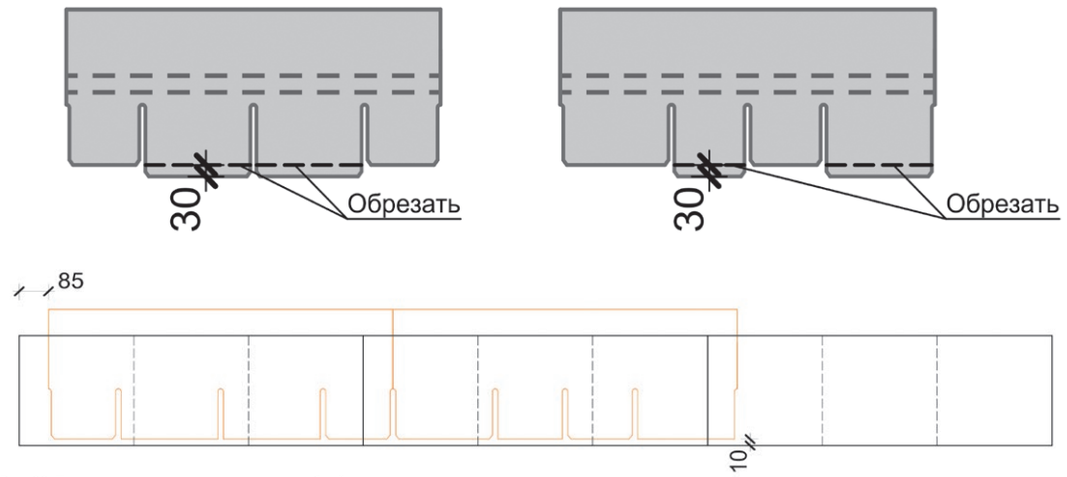

Рис. 22. Подрезка лепестков первого ряда гибкой черепицы коллекции «Саппоро».
8.2.11 При монтаже гибкой черепицы Döcke LUX коллекции «Саппоро» первый ряд гибкой черепицы необходимо подрезать, как показано на рис. 22.